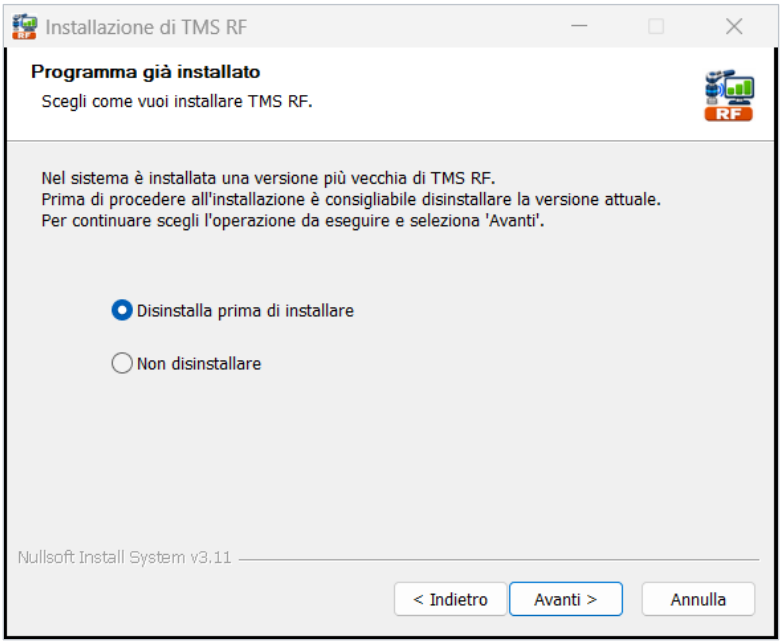

Figura 17-1 Il programma di installazione rileva una versione precedente già installata
2. Fare clic su «Avanti >» seguendo le schermate. Viene visualizzata la pagina «Programma già installato» (Figura 17-1).